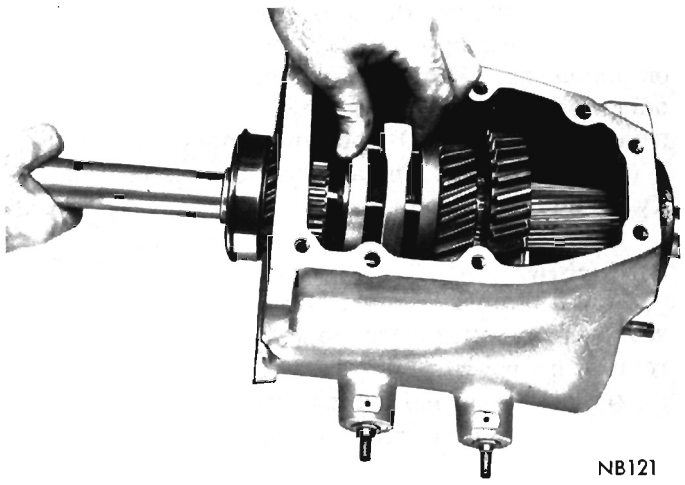

Fig. 21—Removing Drive Pinion Assembly
(1) Remove bolts that attach drive pinion bearing retainer, then slide retainer off the pinion. Pry seal out of retainer, using a suitable tool. To avoid leakage around the new seal, do not nick or scratch the bore in which the seal is pressed, or the surface on which seal bottoms.
(2) Grasp pinion shaft and pull assembly out of case slightly, then slide synchronizer front inner stop ring from the short splines on pinion as assembly is being removed from the case (Fig. 21).